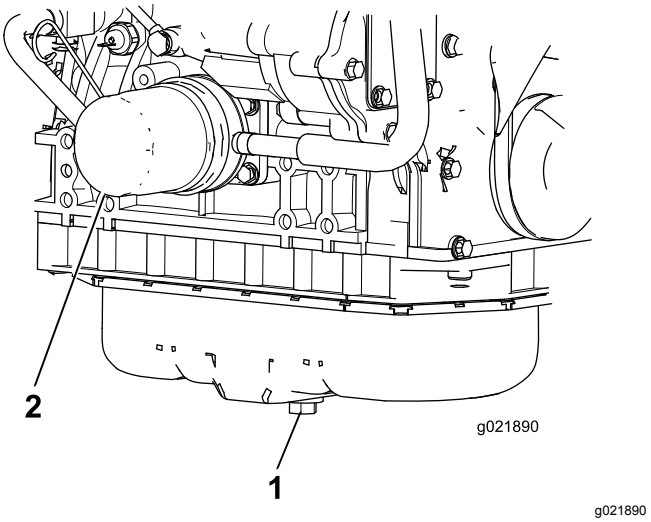

Figuur 75
1. Verwijder de aftapplug en laat de olie in een opvangbak lopen (Figuur 75).
3. Verwijder het oliefilter (Figuur 75).